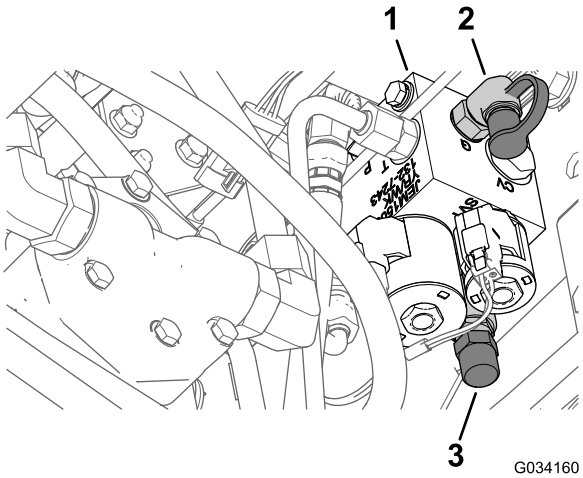

**Figur 16**
3. Anslut en tryckmätare till kontrollporten på lyftgrenrörets bakre del (Figur 16).
4. Avlägsna locket från viktöverföringsspolen på lyftgrenrörets främre del (Figur 16).
5. Lossa kontramuttern längst ned på viktöverföringsspolen (Figur 16).